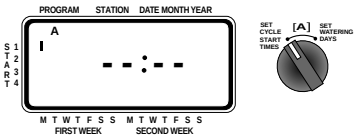

FIGURE 5: LCD Display with Start Time
- Turn the rotary selector to set the **CYCLE START TIMES** position in the program that you want to set up. The display will show an **A** or **B** depending on which program you have selected. The display will show —— : —— and a blinking cursor will appear in **START 1** location **[See Figure 5].**